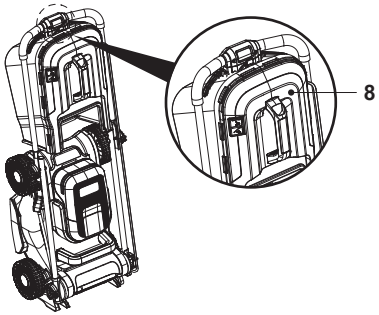

Fig. 22
7. Recomenda-se que guarde o corta-relva com o recipiente de recolha de relva (8) fixo ao corta-relva e o encaixe do triturador (24) instalado no corta-relva (Fig. 22).